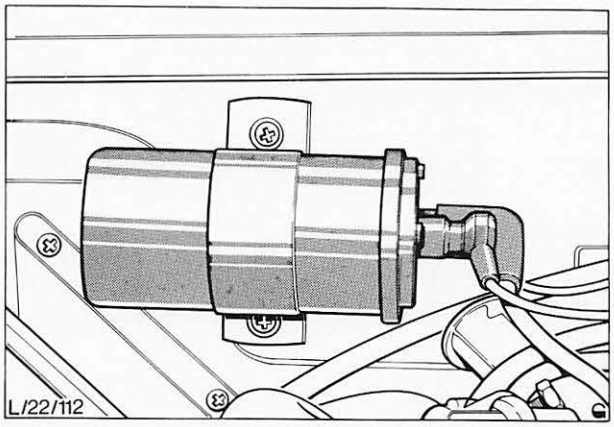

Abb. 54 Einbaulage der Zündspule
4. Zündspule komplett mit der Befestigungsklemme (zwei Schrauben und Unterlegscheiben abbauen), Abb. 54.
5. Zündspule mit Befestigungsklemme komplett einbauen (zwei Schrauben und Unterlegscheiben), Abb. 54. Sämtliche Kabel anschließen (Pluskabel zum Kabelstrang, Minuskabel zum Verteiler).